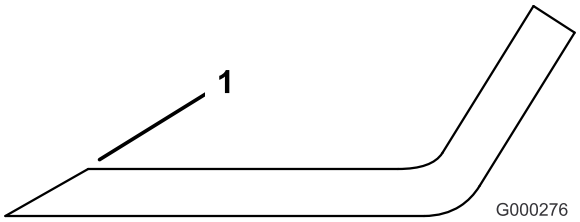

Figur 86
1. Anvend en fil til at slibe begge ender af skærekniven (Figur 86). Bevar den oprindelige vinkel. Skærekniven bevarer balancen, hvis der fjernes den samme mængde materiale på begge skærekanter.